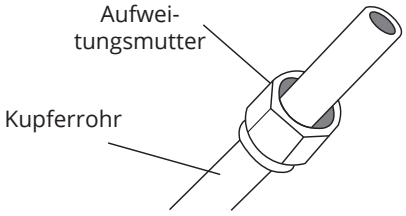

Abb. 7.6
3. Setzen Sie Konusmuttern auf beide Rohrenden. Achten Sie darauf, dass sie in die richtige Richtung ausgerichtet sind, da sie nach der Aufweitung nicht geändert werden können. Siehe Abb. 7.6.